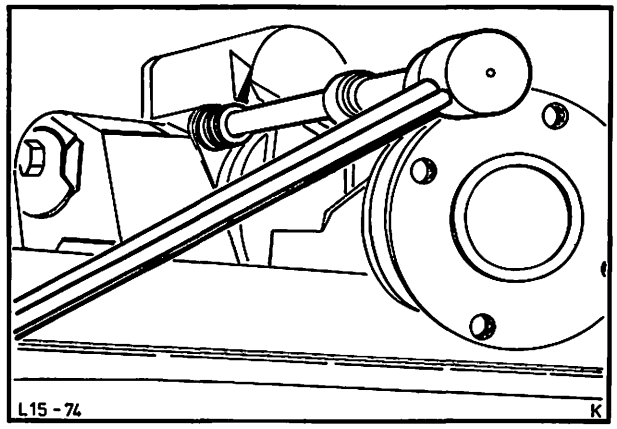

Abb. 114 Hinterachsverlängerung an Achsgehäuse montieren
16. Welle – Hinterachsverlängerung in die Verbindungshülse schieben. Hinterachsverlängerung an das Achsgehäuse montieren, Schrauben mit vorgeschriebenem Drehmoment festziehen, Abb. 114.